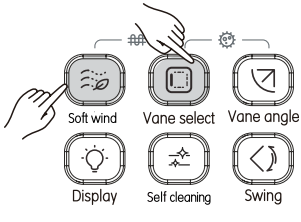

Рисунок 3.20
1) Одновременно нажмите кнопки и , чтобы включить дополнительный электронагреватель (см. Рисунок 3.20). На экране появится значок ON.